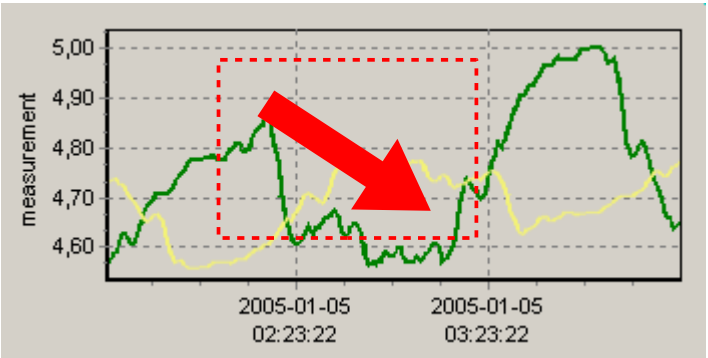

Fig. 3.7. Enlarging graph
- **enlarge graph** - a graph can be enlarged by marking the area of interest with the mouse pointer. In order to do this first left-click on the graph and, while holding down the left mouse button, drag the pointer to the bottom right corner of the graph. The rectangle marked this way will be enlarged (**Fig. 3.7**).